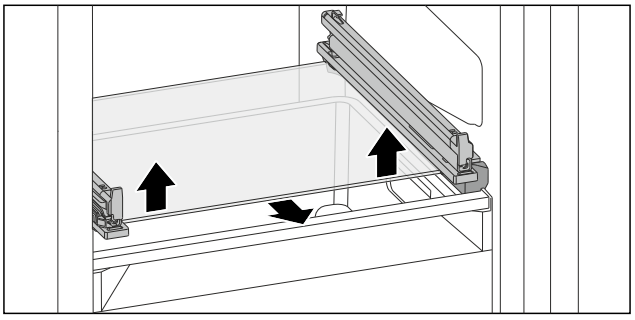

Fig. 140 Placa de sticlă a sertarului înclinabil
▶ Apăsați placa de sticlă de jos în sus pe ambele părți. (vezi Fig. 140)